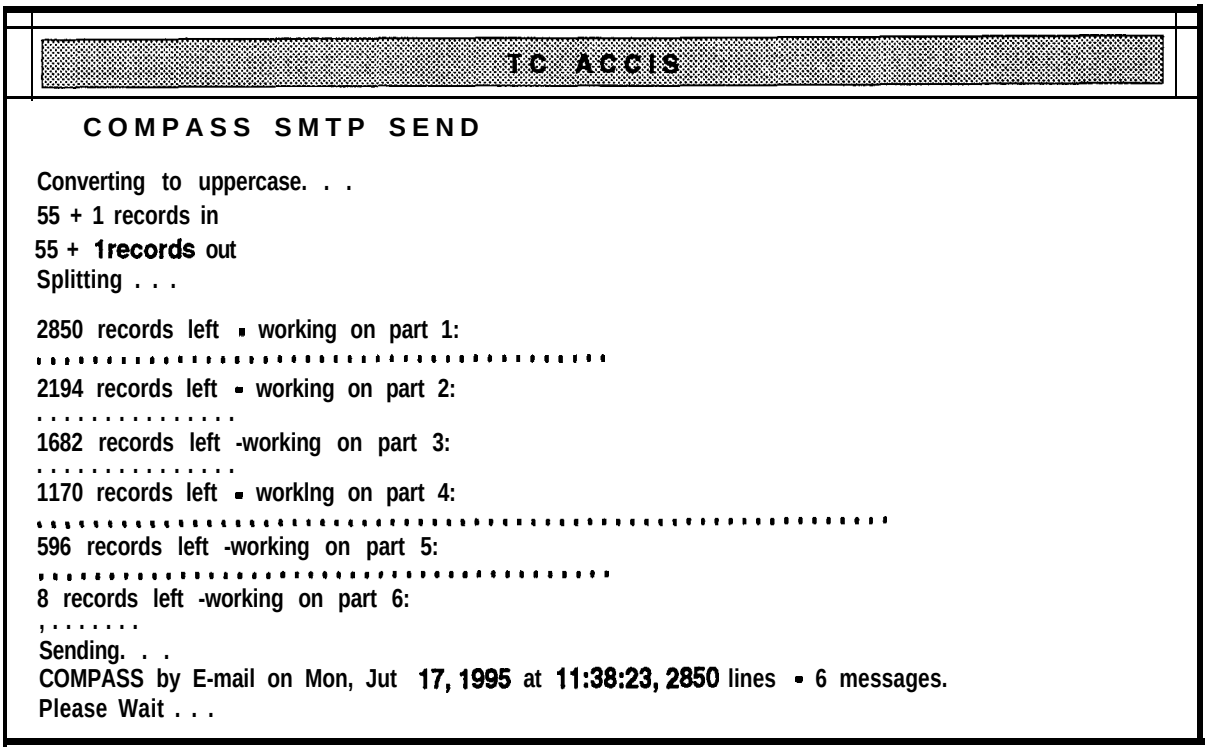

Figure 6-35. COMPASS SMTP Send Screen
(1) The update file will be transmitted in 40-50 kilobyte segments. A series of messages and dots will be displayed on the screen as the transfer process is taking place. Each dot represents the transmission of one segment. As the process continues, the Compass SMTP Send screen could look similar to the one shown in Figure 6-35. It can take ten to fifteen minutes, or longer, to transmit large files.
(2) When all segments have been transmitted, the system will automatically verify that **all** of the transmitted segments are the same as the original update file. If a discrepancy is detected, the following message will be displayed to indicate that the update file is being transmitted as a single E-Mail file:
(1) The update file will be transmitted in 40-50 kilobyte segments. A series of messages and dots will be displayed on the screen as the transfer process is taking place. Each dot represents the transmission of one segment. As the process continues, the Compass SMTP Send screen could look similar to the one shown in Figure 6-35. It can take ten to fifteen minutes, or longer, to transmit large **files.**
(2) When all segments have been transmitted, the system will automatically verify that all of the transmitted segments are the same as the original update file. If a discrepancy is detected, the following message will be displayed to indicate that the update file is being transmitted as a single E-Mail file: